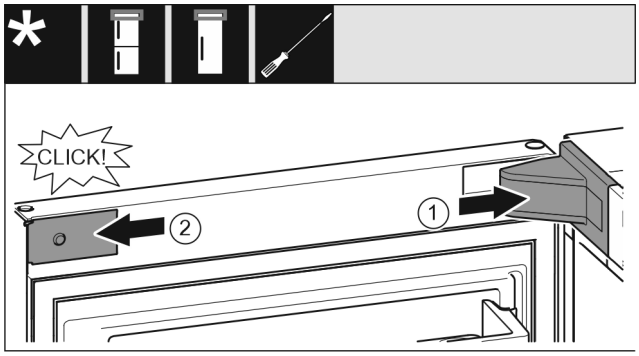

Fig. 21
- ▶ Sett på lagerdekselet og la det klikke på plass, ev. trykk det forsiktig fra hverandre. *Fig. 21 (1)*
- ▶ Sett dekselet på på siden, og la det klikke på plass. *Fig. 21 (2)*